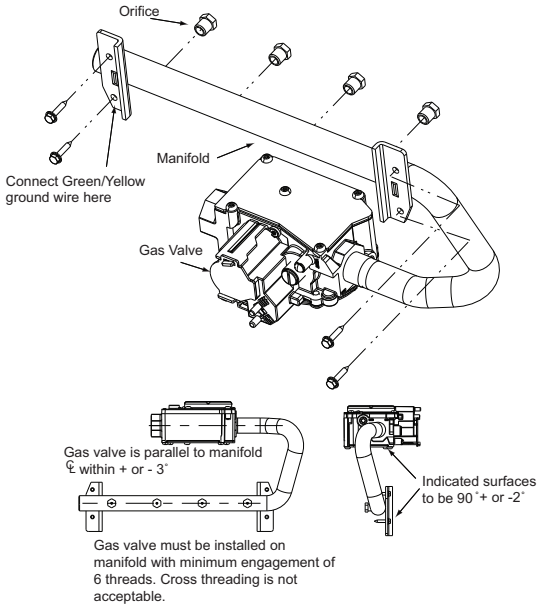

Fig. 4 - Manifold Assembly
9. Note the location of the green/yellow wire ground wire for re-assembly later. (See Fig. 4)
11. Install new convertible gas valve to manifold. (See Fig. 4)
1. Refer to Fig. 4 and 5.
4. Attach the green/yellow wire and ground terminal to one of the manifold mounting screws. (See Fig. 4)
1. Install main burner orifices. Do not use PTFE thread-seal tape. Finger-tighten orifices at least one full turn to prevent cross-threading, then tighten with wrench. (See Fig. 4)